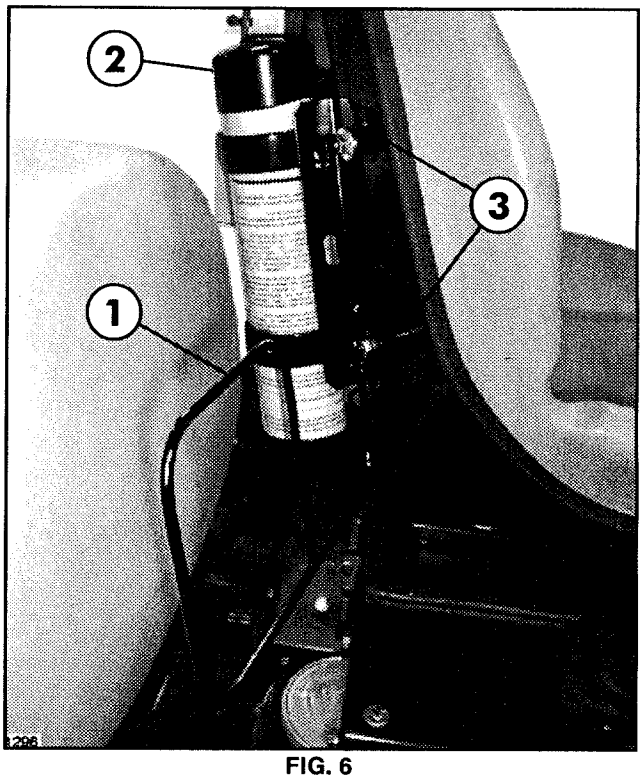

FIG. 6
17. Attach Hood Hanger and reattach Manual Tube using fasteners, R-clamps and Spacers removed in Step 1. See FIG. 6.